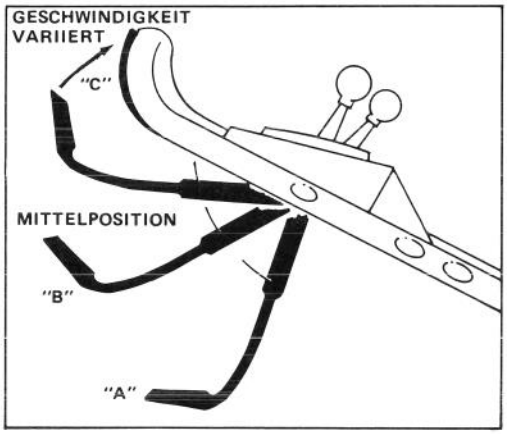

Bild 11
5. MESSER UND ANTRIEBSBEDIENUNG (Bild 11) – Antriebshebel auf "A" hinunterschieben und hochziehen, um Messer "B" einzurücken. Bodengeschwindigkeitshebel auf die gewünschte Einstellung stellen und Antriebshebel gegen Griff "C" drücken, um anzufahren. Die Bodengeschwindigkeit varriert entsprechend dem Zwischenraum zwischen Antriebshebel und Griff. Um den Fahrantrieb auszurücken, während das Messer aber eingerückt bleibt, den Antriebshebel nach und nach auf Mittelposition loslassen. Zum Selbstantrieb mit ausgerücktem Messer einfach den Antriebshebel gegen den Griff drücken, wobei die für Messereinrücken notwendige Bewegung nach unten eliminiert wird.